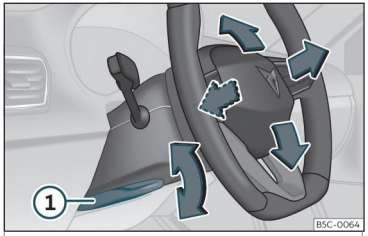

Fig. 4 Maneta din partea stângă jos a coloanei de direcție.
• Trageți maneta››› **fig. 4** (1) în jos, aduceți volanul în poziția dorită și ridicați la loc maneta până când se blochează. »
• După ce ați reglat coloana de direcție, împingeți complet în sus maneta››› fig. 4 ①, pentru a vă asigura că poziția volanului nu se modifică în timpul deplasării.